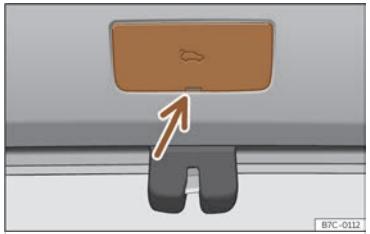

Fig. 57 Detalle del maletero: acceso al desbloqueo de emergencia.
• Retire la cubierta haciendo palanca con el espadín de la llave ››› **fig. 57**.